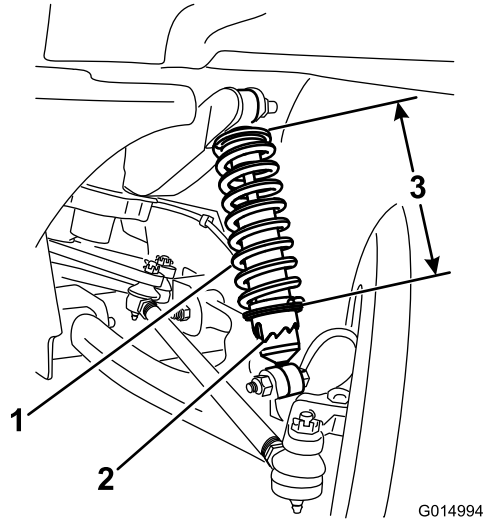

Figur 42
3. Ändra fjäderns längd genom att rotera kragen på stötdämparen med Toro6010-verktyget (Figur 42).